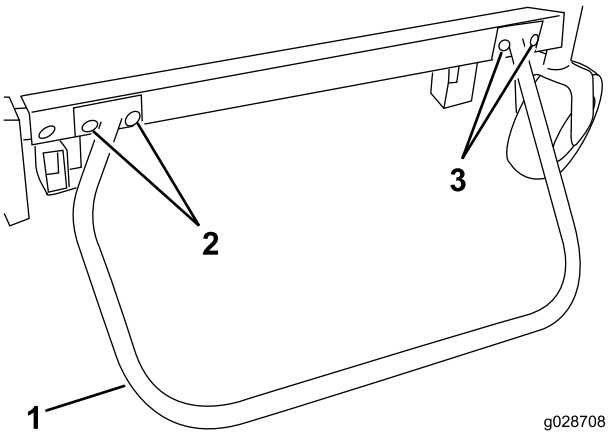

**Figura 17**
2. En el lateral derecho del bastidor, retire 2 tornillos de caperuza delanteros (1/2-13 x 1-1/2 pulg.) que sujetan el bastidor al brazo de elevación (Figura 17).
4. Monte el parachoques y sujételo con 2 tornillos de caperuza (1/2-13 x 1-1/2 pulg.) en el brazo de elevación/conexión del bastidor y 2 tornillos de caperuza (3/8-16 x 1 pulg.) y 2 contratuercas con arandela prensada (3/8 pulg- 16) en la ubicación del soporte delantero. Apriete el tornillo de caperuza (1/2-13 x 1-1/2 pulg.) a 95-108 Nm (70-80 pies-lb) (Figura 17).